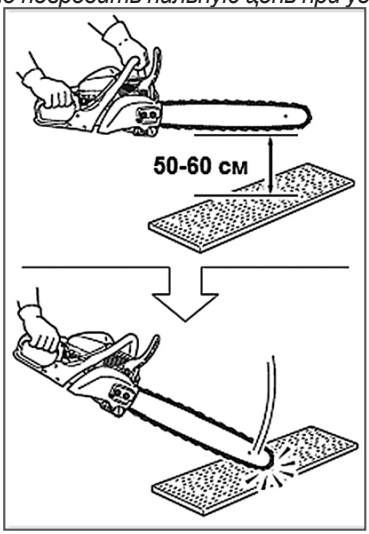

Рис. 8 Проверка инерционного тормоза
1. Возьмитесь за переднюю и заднюю рукоятку пилы и держите ее так, чтобы она располагалась на высоте 50-60 см от испытательной поверхности (Рис. 8).